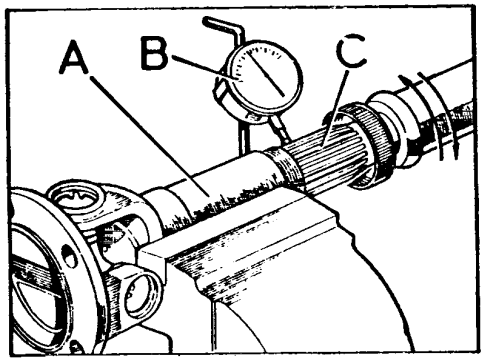

Fig. D-13 Verificación del huelgo circunferencial
2.4. Provisionalmente, se montarán el manguito y el árbol, alineando las flechas de referencia, y se situará un micrómetro de esfera, B (Fig. D-13), sobre el diámetro externo del árbol estriado, comprobándose el desplazamiento circunferencial entre el manguito y el eje. Este desplazamiento no debe ser superior a 0,004" (0,1 mm). Caso de ser mayor, habrá que sustituir el árbol completo.